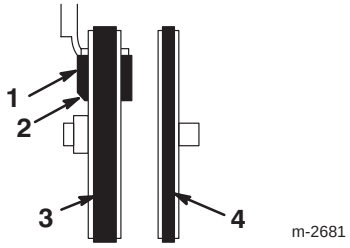

Figur 31
17. Pass på at bremseklossen er riktig montert på bremse-armen. Bremseklossens skråside må være plassert slik som vist i figur 31.
13. Pass på at bremseklossen er riktig montert på bremsearmen. Bremseklossens skråside må være plassert slik som vist i figur 31.